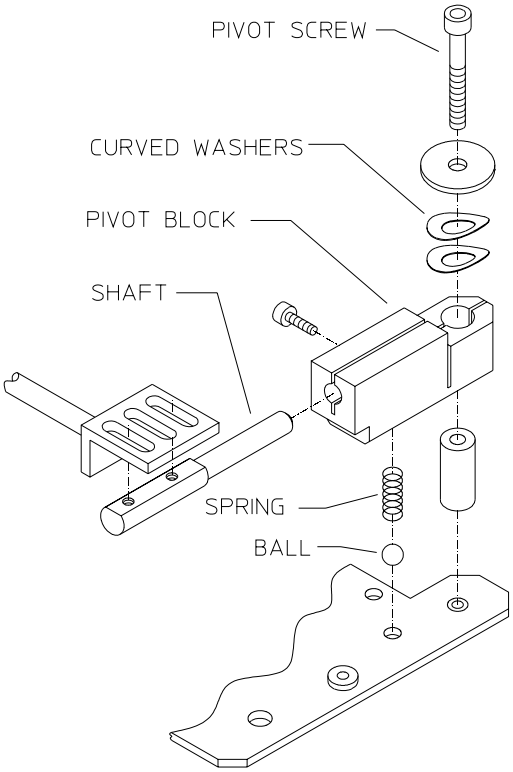

FIGURE 3-12. Pivot Block Removal
Caution — A captive steel ball and compression spring will fall loose as the pivot block is removed (Fig. 3-12).
6) Hold the pivot block against the main patient support bracket, and remove the pivot screw from the trial lens holder (Figure 3-12).
- Make sure that the curved washers are positioned on the pivot screw with the correct side against the flat washer (Figure 3-12).